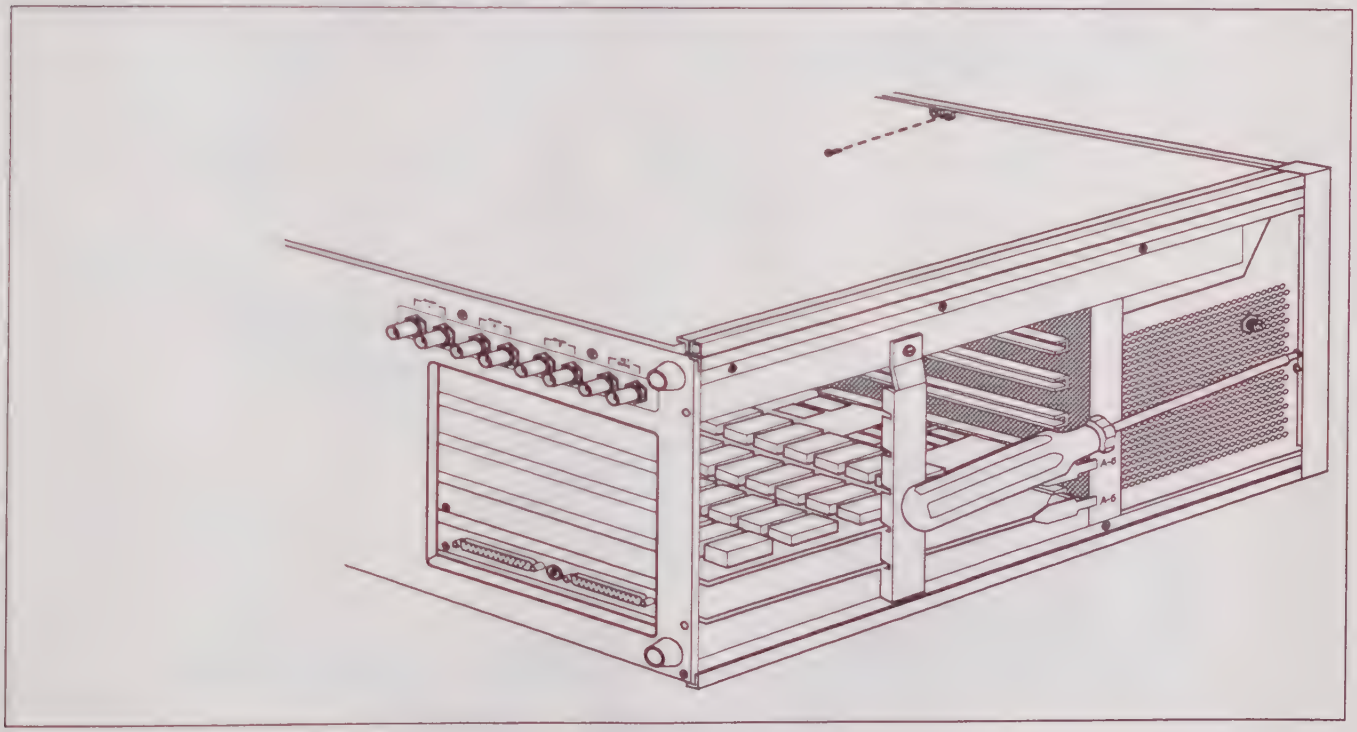

**Figure 3-12. Locating the bezel retaining screws.**
2. Remove the four screws holding the bezel to the front frame (see Figure 3-12).